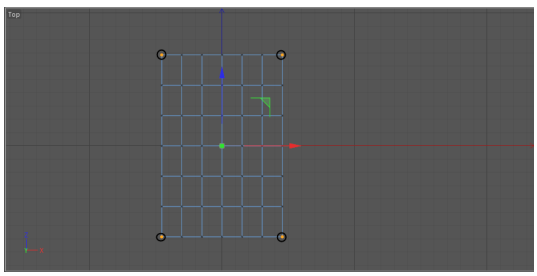

Figure 3-14 *The corner points of Computer mouse to be selected*
7. Using the **Live Selection** tool and the SHIFT key, select the corner points of *Computer mouse*, as shown in Figure 3-14.